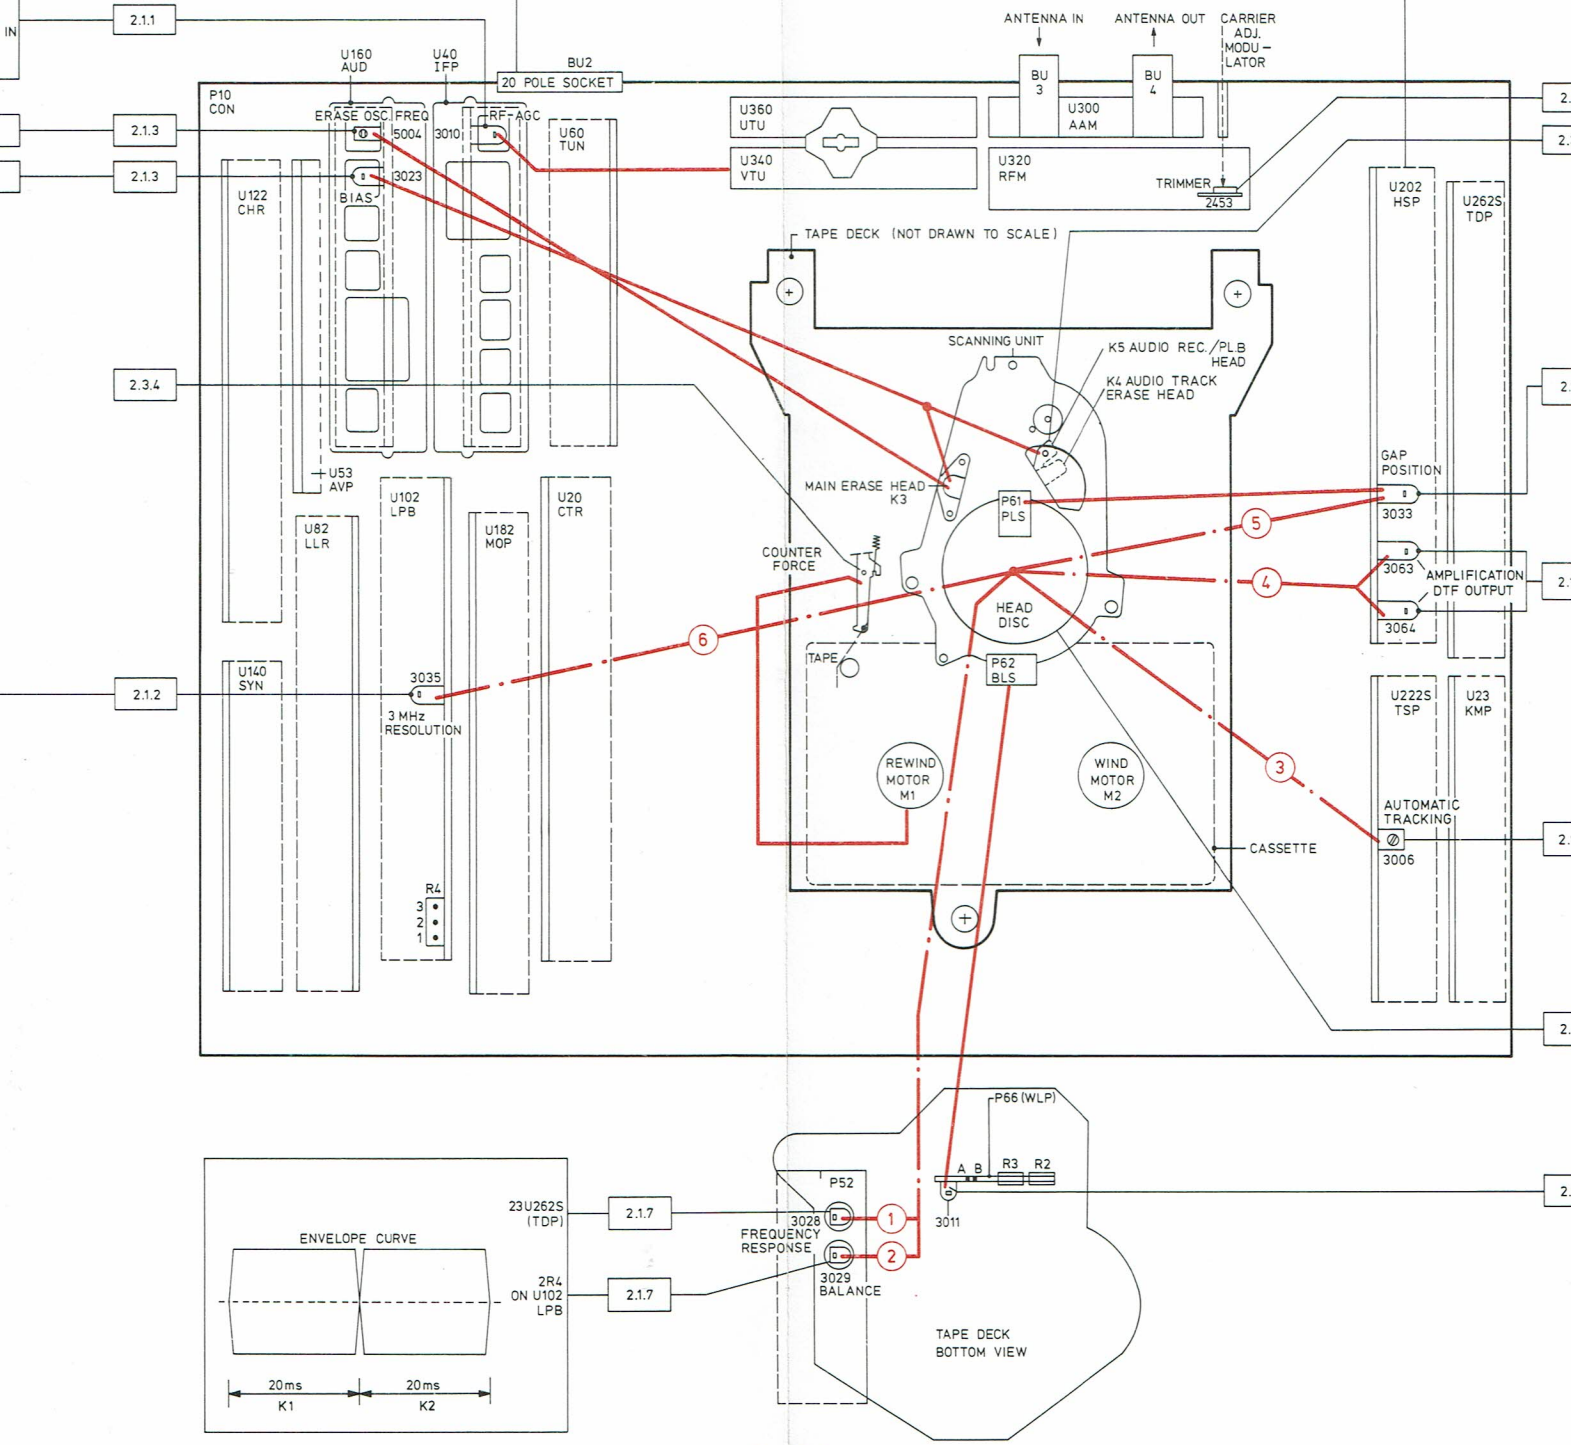

Fig. 2.1
– Connecter le voltmètre en continu entre les points A et B de P66 (voir Fig. 2.1).
● Après remplacement du disque de tête vidéo, il faudra procéder à 6 réglages électriques, voir en fig. 2.1.